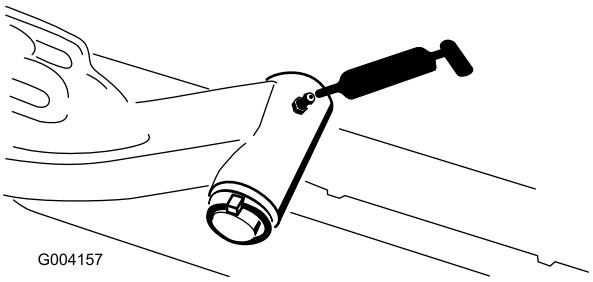

**Figur 48**
- Løftearmenes drejeaksel (1 hver) (Figur 48)